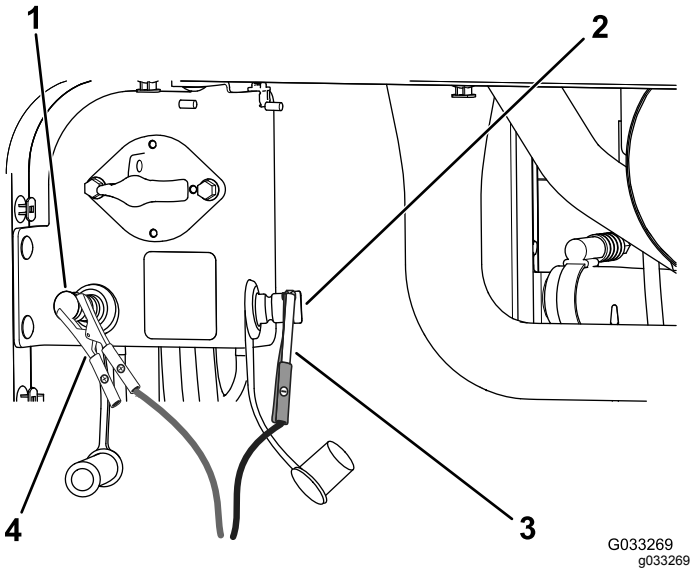

**Figur 115**
4. Anslut batteriladdarens pluskabel till batteriets plusstartpol (Figur 115).
5. Anslut batteriladdarens minuskabel till batteriets minusstartpol (Figur 115).
7. När batterierna är fulladdade ska du först koppla bort laddaren från elkällan och sedan koppla bort laddningskablarna från startpolerna (Figur 115).